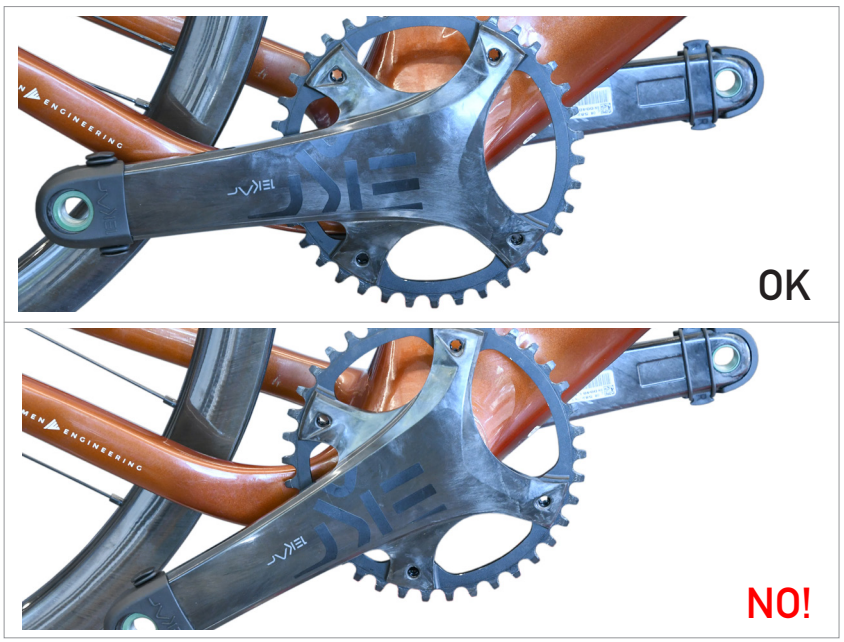

Fig.5
- Assurez-vous que les manivelles sont correctement alignées (**Fig.5**).